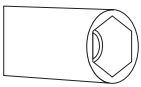

Figura 3
1. Utilice una herramienta con un cabezal especial para quitar e instalar la boquilla como se ve en (figura 3)